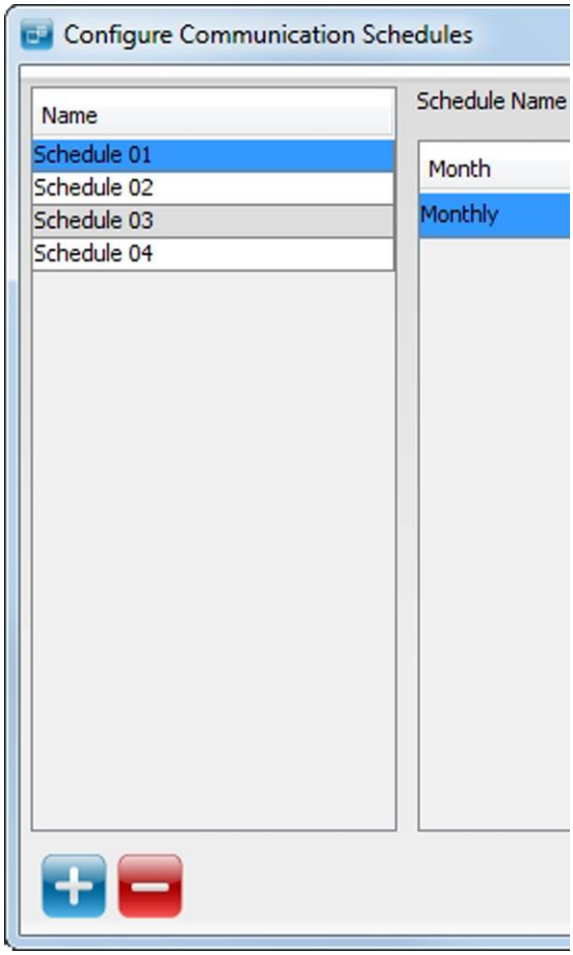

Figure 24 – Left-hand Side of the Configure Communication Schedules Dialog
2. From the list of displayed Schedules, select a Schedule record (see Figure 24 for clarification).